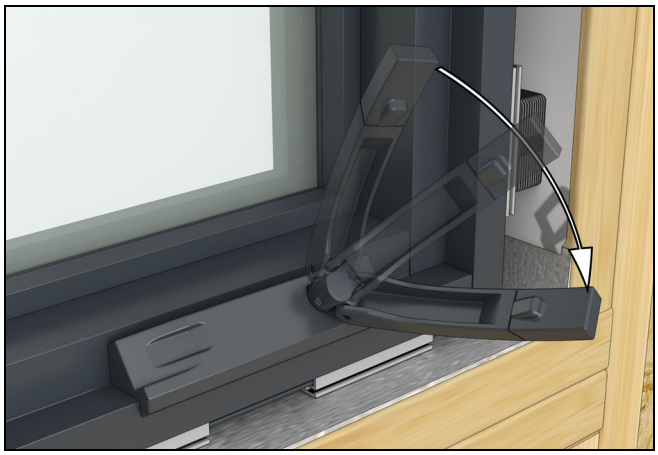

Figure 41
1. Seat the handle on the hardware spline. Turn the crank handle until the sash is completely closed. See Figure 41.